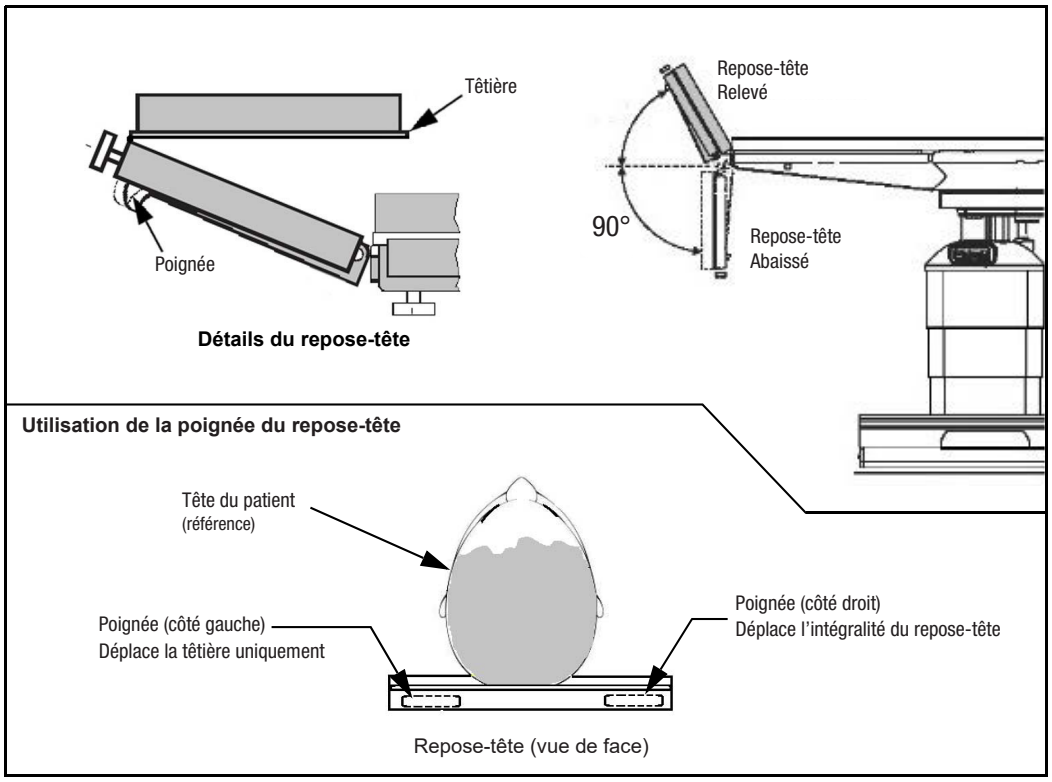

Figure 4-10. Réglage du repose-tête
REMARQUE : Pour des instructions sur le réglage du repose-tête, se reporter à la *Section 5, Utilisation de la table d'opération* et à la *Figure 4-10*.
1. **Desserrer complètement les deux vis de verrouillage situées sur le bord inférieur de l'armature du dossier (voir la *Figure 4-10*).**